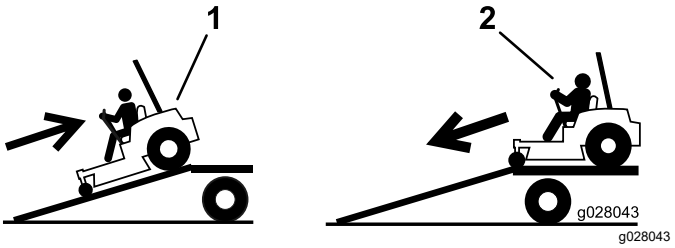

Figur 35
4. Backa maskinen uppför ramper (Figur 35).
2. Kör maskinen framåt nedför ramper (Figur 35).